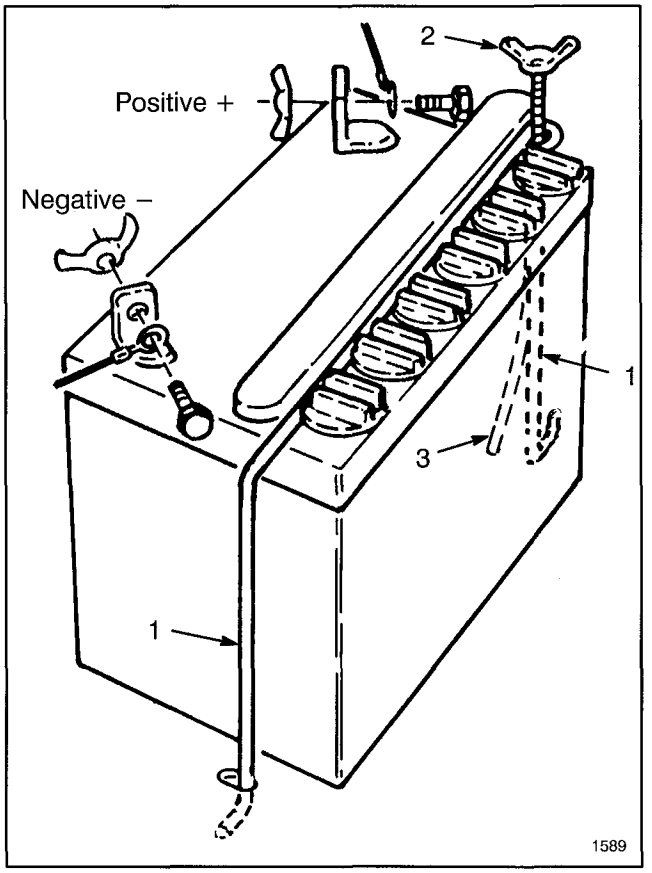

Figure 3
1. Remove wing nut securing battery hold downs to rider chassis (Fig. 3).
7. Reinstall the battery with terminal posts toward the rear of the machine and vent tube thru hole in frame (Fig. 3).
9. Reinstall the positive cable to the positive (+) terminal and the negative cable (black) to the negative (−) terminal of the battery and secure with capscrews and wing nuts (Fig. 3).